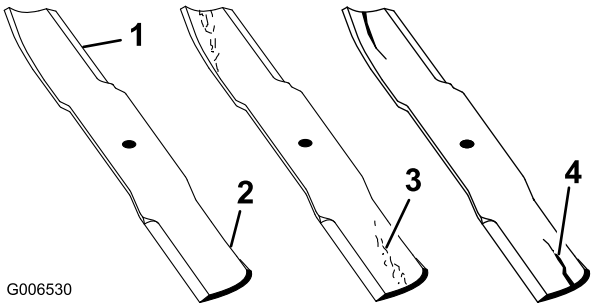

Figur 53
1. Efterse skærekanterne (Figur 53). Hvis kanterne ikke er skarpe, eller hvis de har hakker, skal skæreknivene afmonteres og slibes. Se afsnittet Slibning af skæreknivene.
2. Efterse skæreknivene, især det buede område (Figur 53). Hvis skærekniven er beskadiget eller slidt, eller hvis der er antydning af en revne i dette område (Figur 53), skal du straks montere en ny skærekniv.